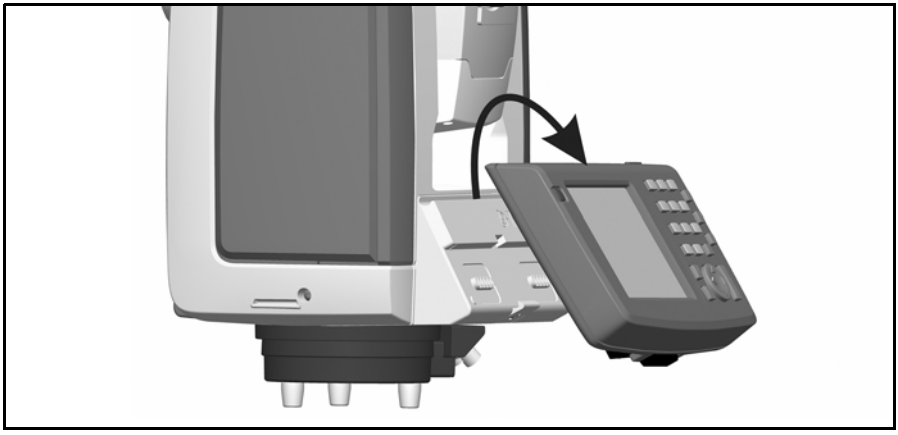

Рис. 4.42. Отсоединение контроллера Trimble CU
3. Снимите верхнюю часть контроллера Trimble CU с верхней кромки крепления контроллера и снимите контроллер с инструмента, Рис. 4.42